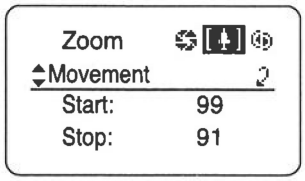

Fig. 2-7
3. Move the down key three times, and push the Set key. The display is switched to the Movement screen. (See Fig. 2-7)